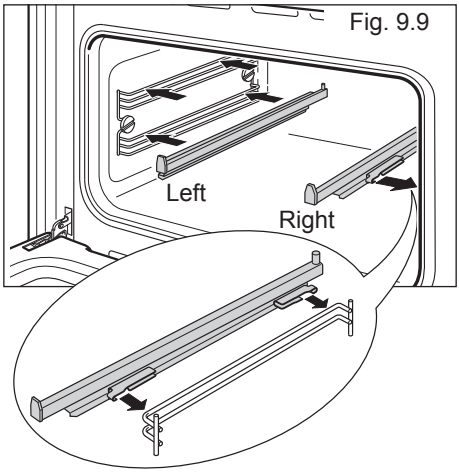

Fig. 9.9
- Fit the sliding shelf support onto the top wire of a rack and press (fig. 9.9). You will hear a click as the safety locks clip over the wire.